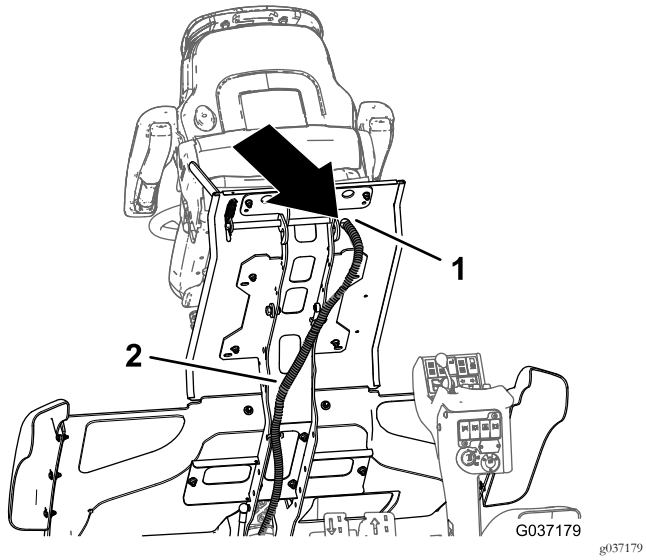

Figuur 29
1. Leid de machinekabelboom die u afgekoppeld hebt in stap 1 van 2 De bestuurdersstoel verwijderen (bladz. 4) door de opening in het bestuurdersplatform (Figuur 29).
4. Leid onderaan het platform de connector met 2 contacten (zwarte en rode draad) van de kabelboom van 400 cm van de set door de opening in het platform die zich achter de stoel bevindt; zie Figuur 29.